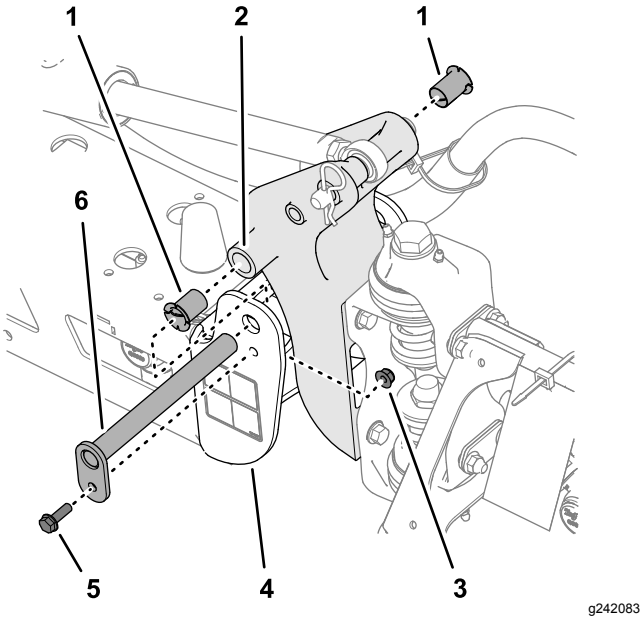

**Figur 108**
3. Fjern bolten og mutteren som fester svingbolten, og fjern bolten (Figur 108).
5. Fjern og kontroller nylonhylsene fra for- og baksidene på svingbraketten (Figur 108).
6. Smør nylonhylsene med en liten mengde olje, og monter fôringene på svingbraketten (Figur 108).
7. Innrett hullene i svingbraketten med hullene i endekanalen (Figur 108).